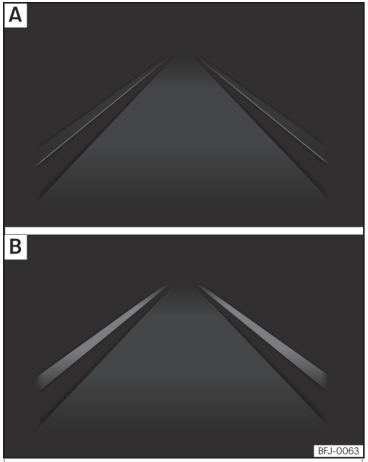

Fig. 272 Sul display del quadro strumenti: indicazione sul display del dispositivo di assistenza per il mantenimento della corsia (esempio 1).
– **fig. 272** A: il dispositivo è attivato ma non è disponibile, perché non è stato raggiunto il limite minimo di velocità o perché non viene rilevata la segnaletica della corsia.
– **fig. 272** B: il dispositivo è attivato e disponibile; ha rilevato entrambe le linee della corsia. In questo momento non sta correggendo la traiettoria.